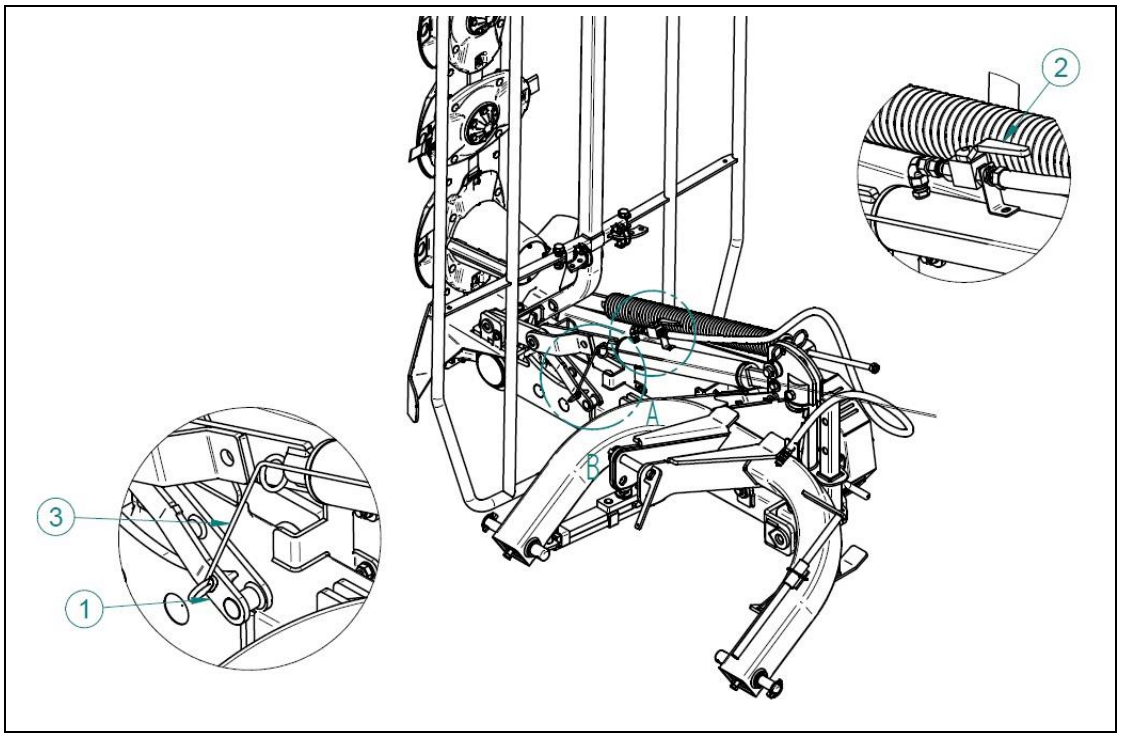

Abb. 9 Transportposition
1. In der Transportposition A ist es notwendig, die Blockade (1) zu aktivieren, Abb. 9 während